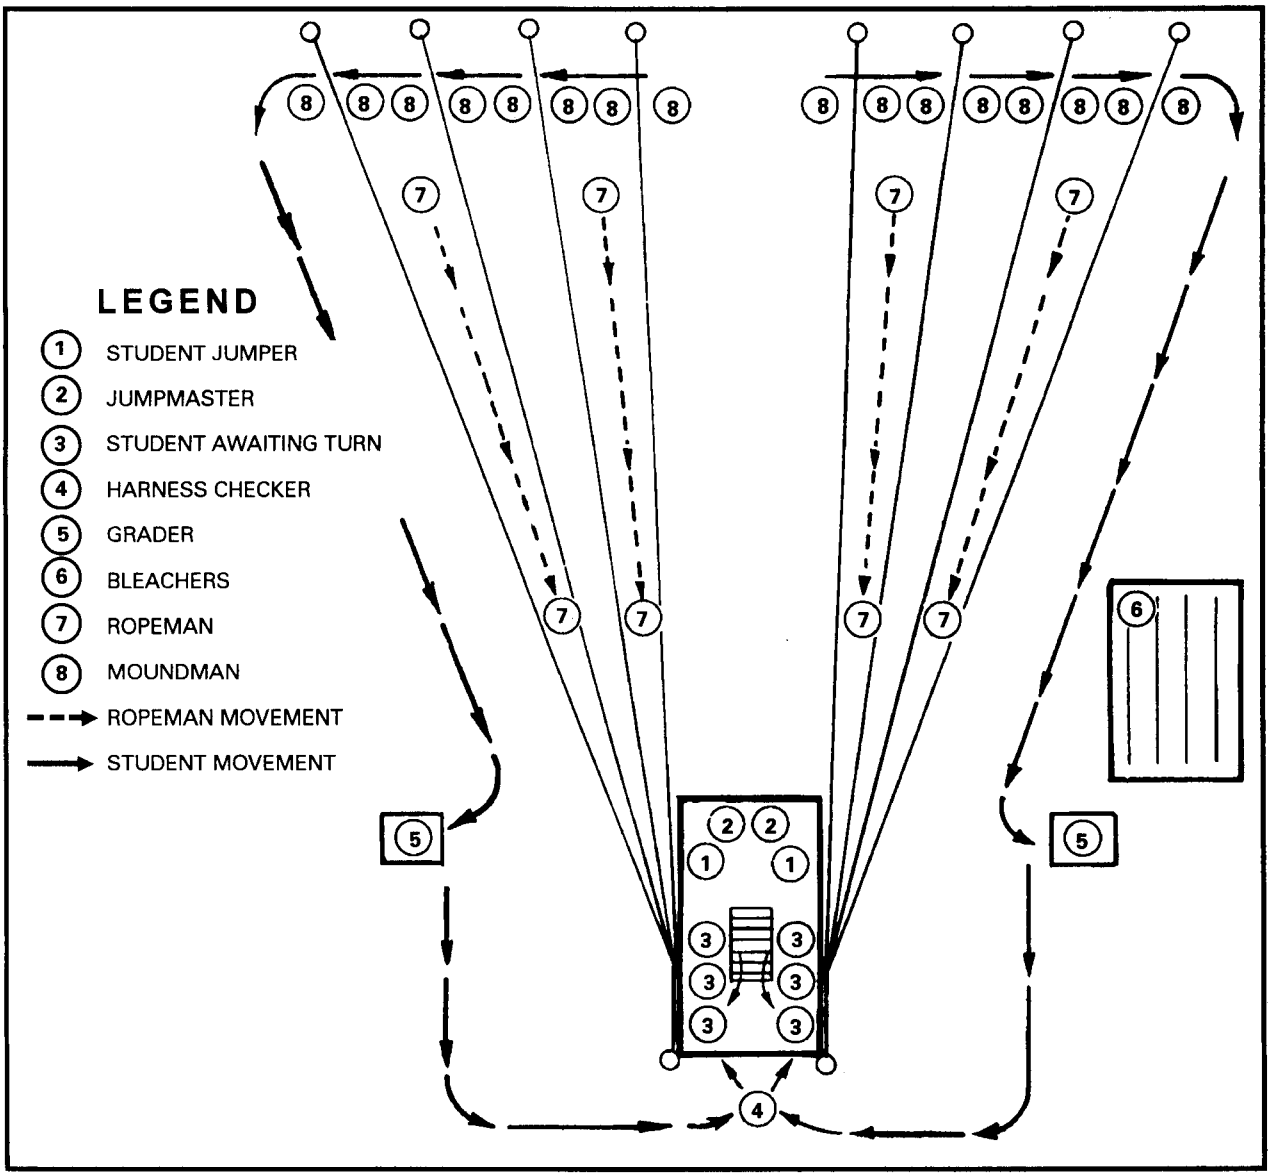

Figure 4-10. Tower personnel positions.
a. **Instructors.** A minimum of seven instructors are required to operate this apparatus. Their positions are indicated in Figure 4-10.
(1) Two mock door instructors correct students on problem areas and give them additional practice.
(2) Two JMs hook up students in the tower and issue the last two jump commands.
(3) Two graders on the ground critique and grade the students' performance on the apparatus.
(4) One harness checker inspects all harnesses before students exit the tower.